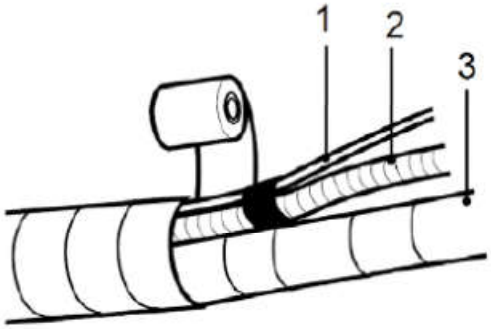

fig. 24 -
- Après avoir enveloppé les tuyaux de matériau de protection, raccordez le câble de raccordement électrique (1-"fig. 24 -"), le tuyau d'évacuation des condensats (2-"fig. 24 -") et les tuyaux (3-"fig. 24 -").